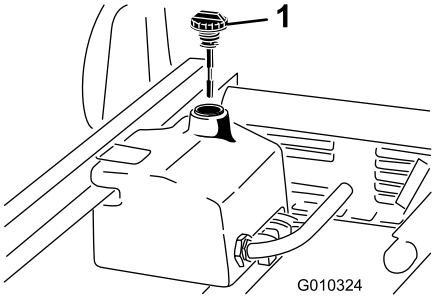

Figur 19
1. Gör rent omkring påfyllningsröret och hydraultanklocket (Figur 19).
3. Ta ut oljestickan (Figur 19) ur påfyllningsröret och torka av den med en ren trasa.